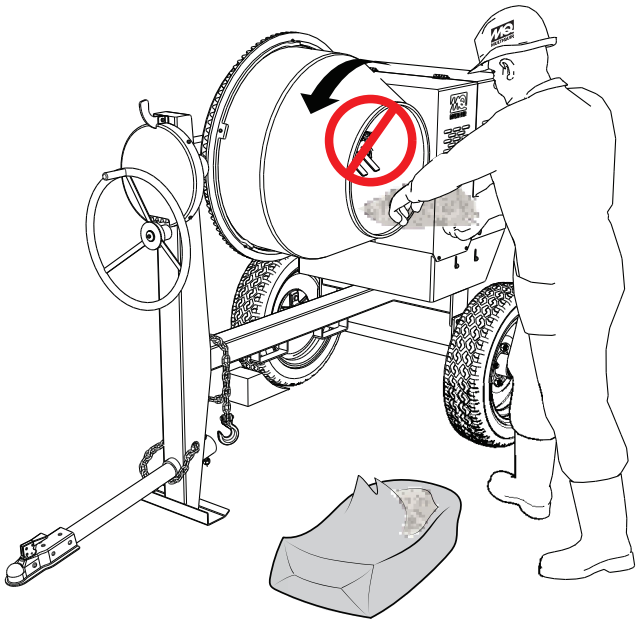

Figure 25. Remplissage du tambour de mélange (INCORRECT)
3. Si vous placez la pelle à fond dans le tambour (Figure 25), elle heurtera les lames. Cette condition fera tourner la pelle, et pourrait causer des blessures au personnel. **NE JAMAIS** mettre les mains à l'intérieur du tambour de mélange lorsqu'il est en rotation.